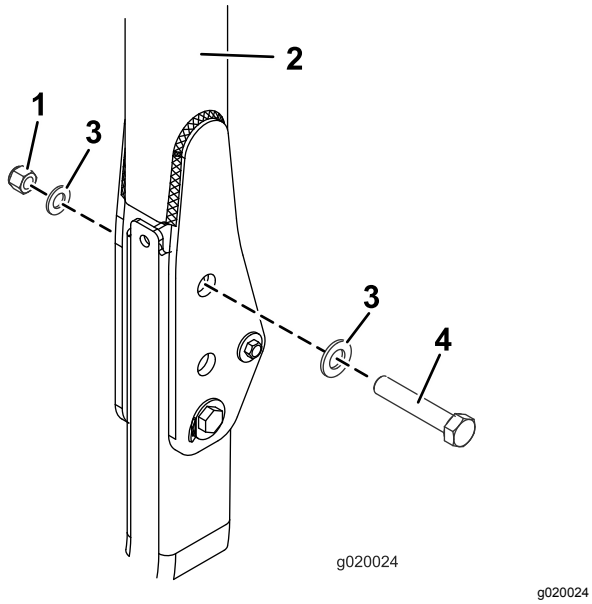

Figur 19
3. Sæt en spændeskive (13/16 x 1-1/2 tommer) på hver bolt (3/4 x 4 tommer) som vist i Figur 19.
4. Fastgør boltene og spændeskiverne i de huller, hvor tapperne blev fjernet (Figur 19).
5. Fastgør en anden spændeskive på hver bolt, og fastgør med en møtrik (3/4 tomme) som vist i Figur 19. Tilspænd møtrikkerne med et moment på 323 til 396 N·m.
6. Tilspænd styrtbøjlens drejebolt (Figur 19) med et moment på 91 til 113 N·m for at undgå, at styrtbøjlen og solskærmen hopper.